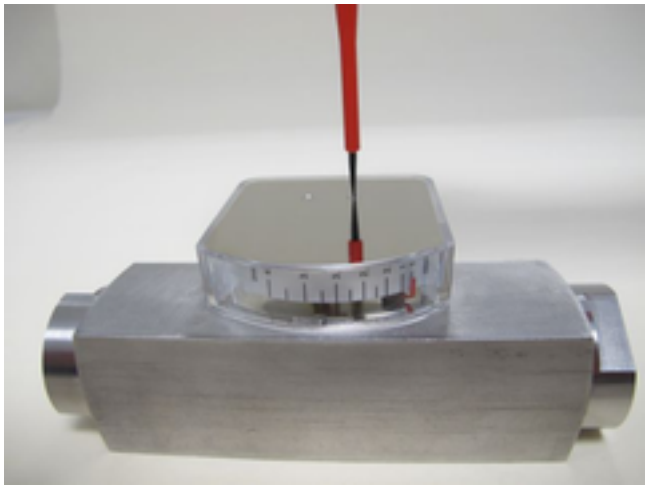

Fig. 37: Loosen the display cover plate
1. Remove fixing screws from the display housing cover (*Fig. 37*)